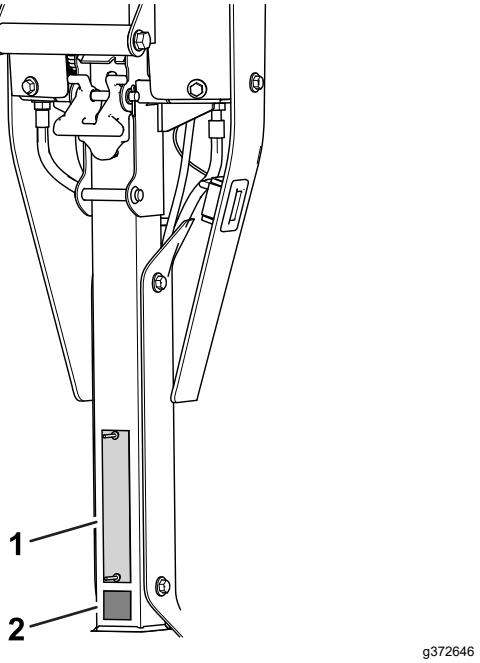

**Figure 6**
- Appliquez l'autocollant CE sous la plaque du numéro de série (Figure 6).